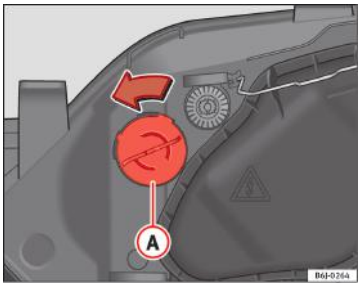

Fig. 165 Lămpi de semnalizare a schimbării direcției
– Rotiți soclul lămpii ⇒fig. 165 Ⓐ în sens antiorar şi trageți-l în afară.